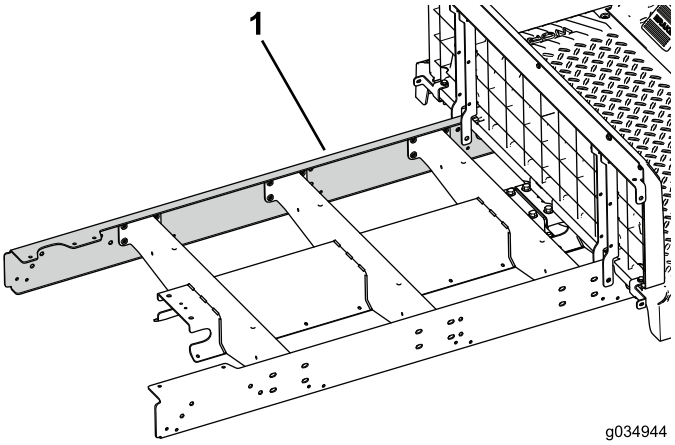

Figura 73
5. Monte provisionalmente la extensión en el lado izquierdo de la máquina (Figura 73).